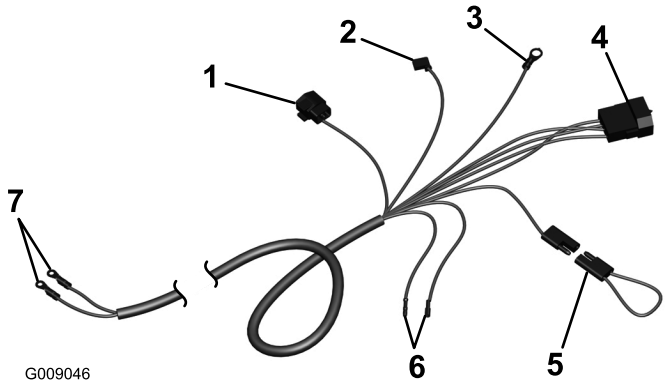

Figure 5
B. Plug the wire harness connectors into the interlock switch (Figure 5).
C. If the mower is equipped with the optional operator presence control, remove the loop back connector from the harness connector and plug the connector into the operator presence connector (Figure 5).
E. If the mower is equipped with an optional hour meter, plug the connector into the hour meter (Figure 5).
G. Route the wire harness up the right side of the handle to the on/off switch (Figure 5). Connect the white lead terminal to the bottom terminal (#3) on the toggle switch. Connect the black lead terminal to the common terminal (#2) on the toggle switch. Apply skin over grease or equivalent to the exposed switch terminals.
H. Secure the wire harness to the handle tube using the (2) cable ties. Check all the wires for excess bending, chaffing or interference with mounting parts.